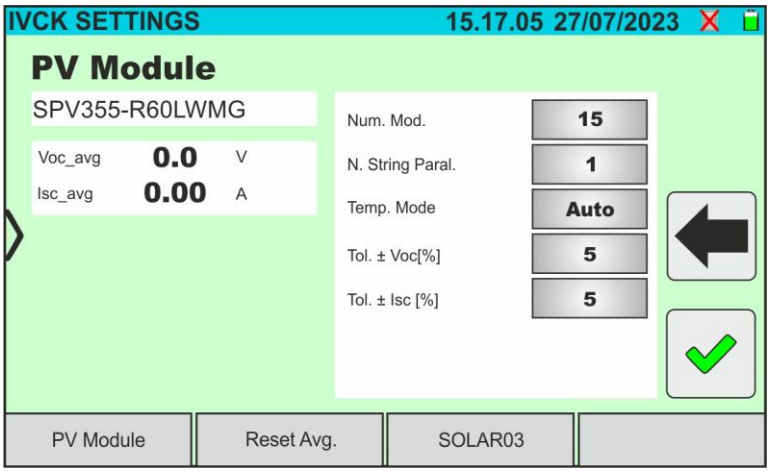

Fig. 48: IVCK test parameter settings
6. Tap on the "**Settings**" key (Monofacial module reference). The following screen is shown in Fig. 48. The following parameters are given: